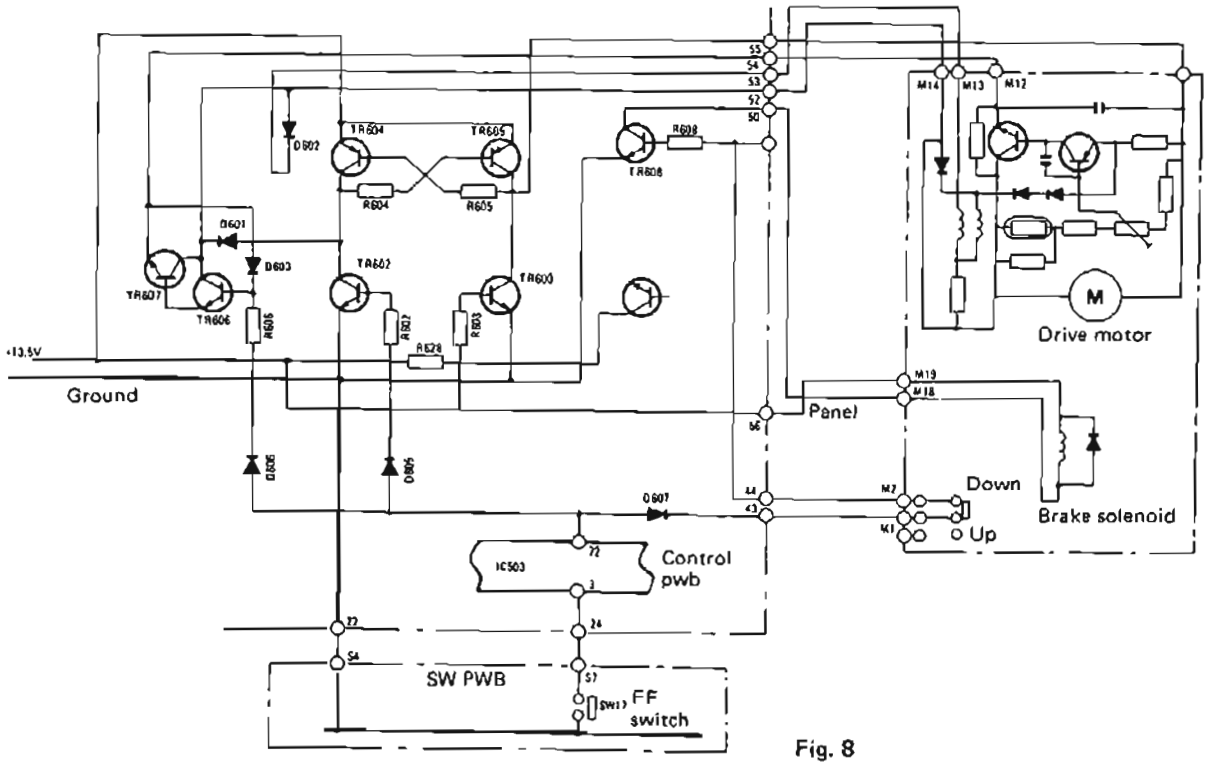

Fig. 8
3. FF-mode operation (Refer to Fig. 8.)
In the circuit diagram of Fig. 8, FF switch (SW-17) is indicated. Pressing this switch causes pin (22) of IC503 to instantly rise to "H". This "H" level applies to the base of TR608 through panel-down switch and, by switching on this transistor, allows brake solenoid to be energized from the +13.6-volt source.